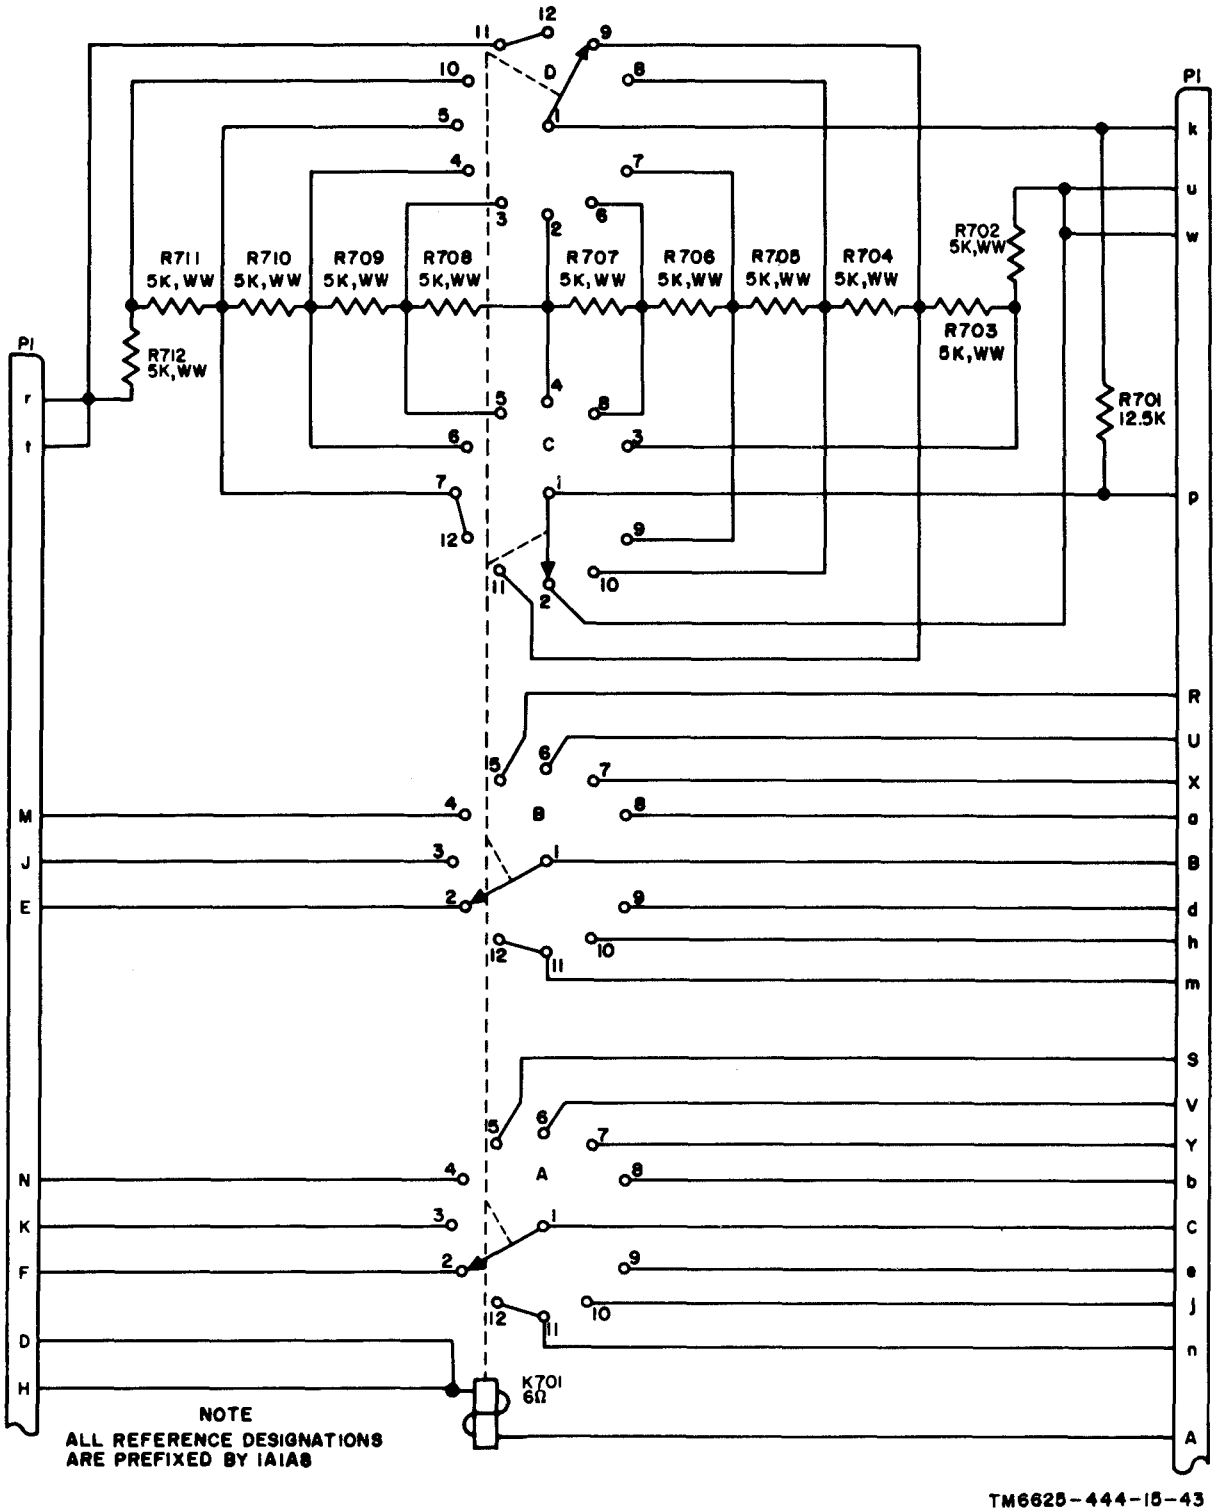

Figure 6-17. Decade switch assembly, schematic diagram.
c. Schematic Diagrams. Use the schematic diagrams (fig. 6-17 through 6-23 and 10-2 through 10–7), to circuit trace and isolate the faulty part.